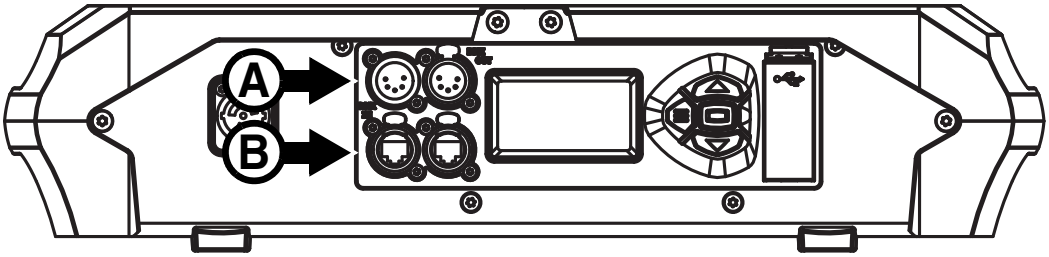

Figure 8 : Connexion de la télécommande
- une paire en XLR (**A**, Figure 8), et
- une paire en etherCON (**B,** Figure 8).
Le MAC Ultra Performance possède des embases XLR 5 broches à verrouillage (voir **A**, Figure 8) pour les entrées et les sorties DMX et RDM par câble DMX. Le brochage par défaut sur les deux embases est le suivant :
Le MAC Ultra Performance dispose d'embases Neutrik etherCON (voir **B**, Figure 8) qui acceptent les protocoles DMX et RDM sur Art-Net et sACN ainsi que le protocole vidéo Martin P3. Chaque embase peut être utilisée indifféremment en entrée ou en recopie.